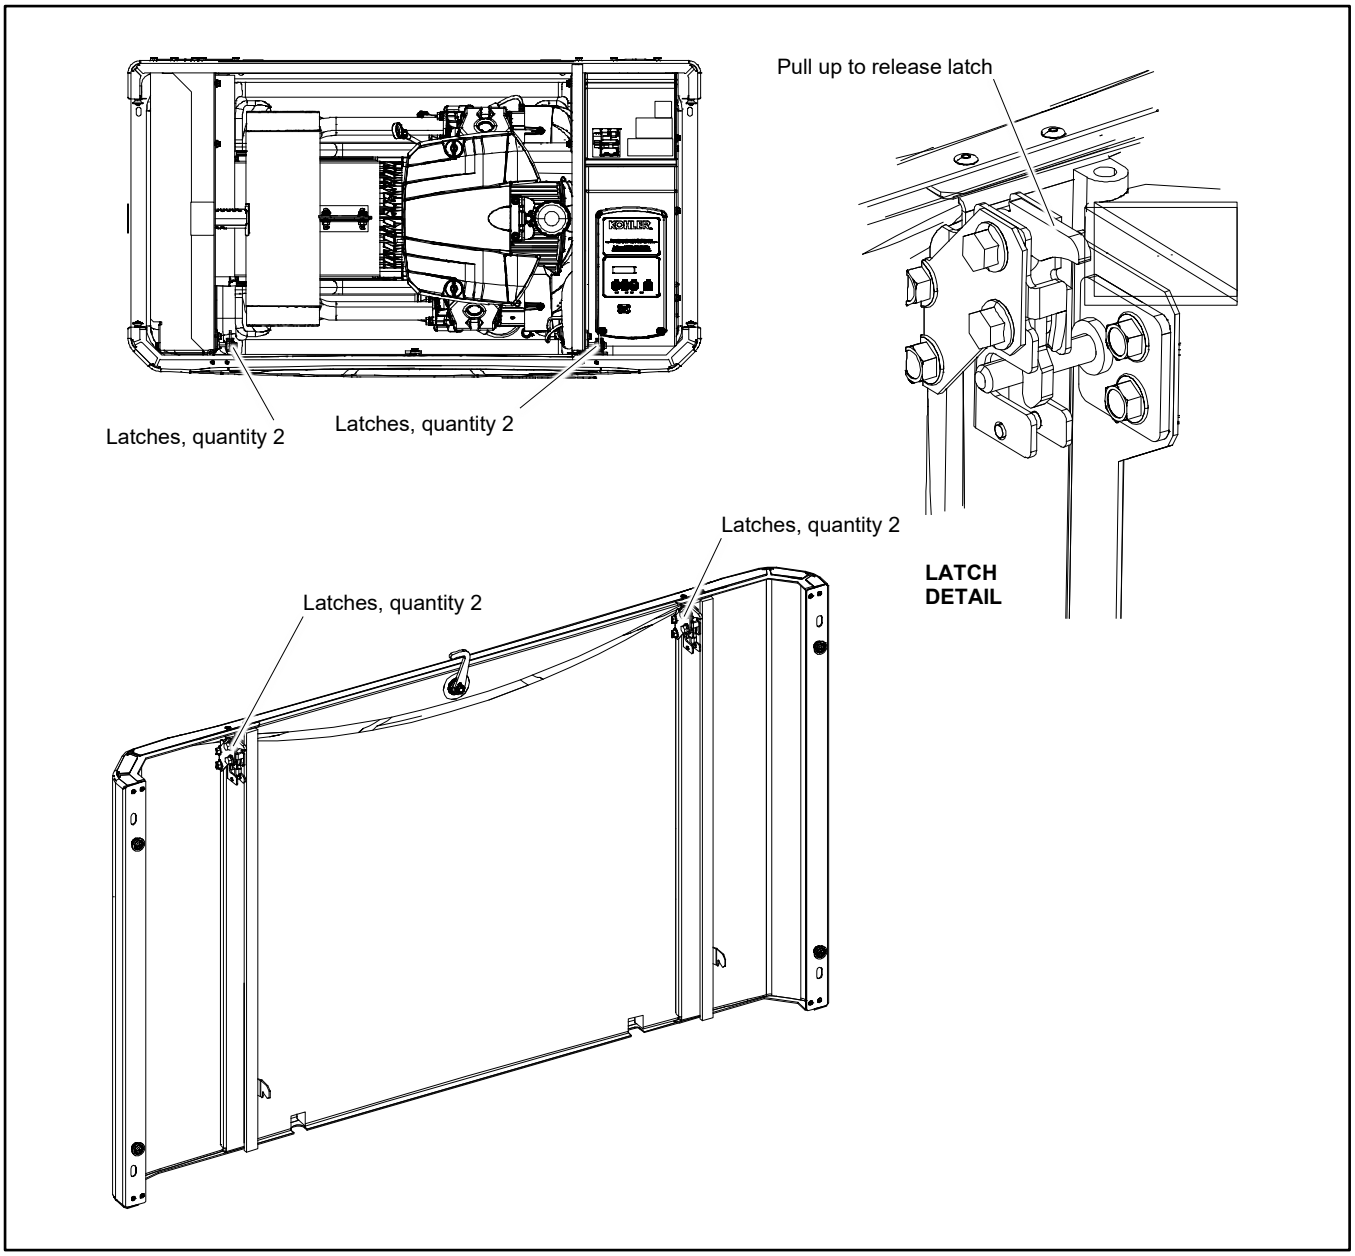

Figure 111 Right Side Panel
a. Locate two latches at the top of the panel. See Figure 111.